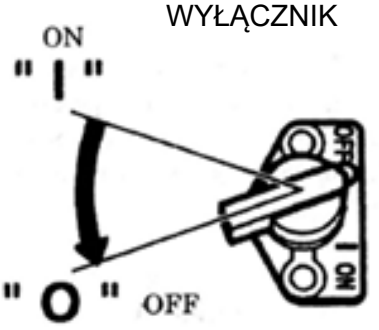

Rys. 12
2. Przekręcić wyłącznik do pozycji OFF. (Rys. 12)